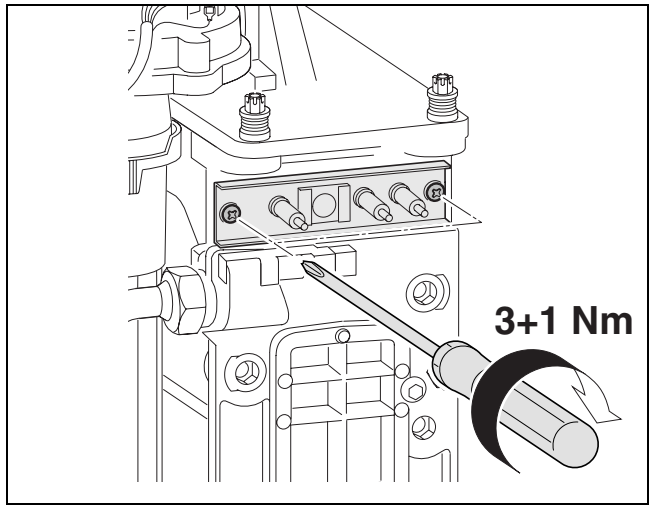
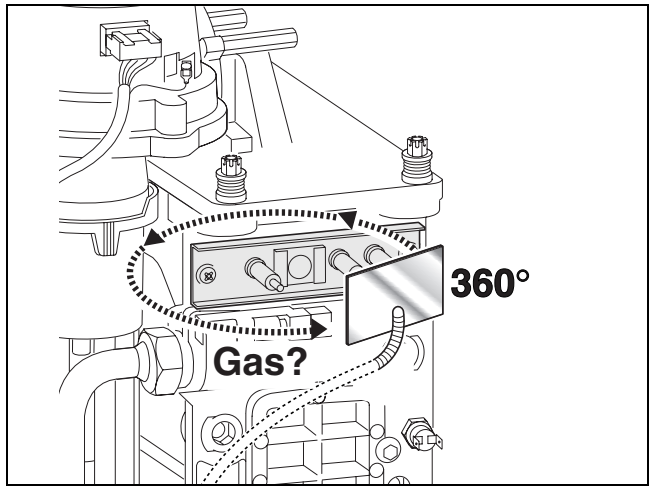

*Fig. 58*
*Fig. 59*
- Rimontare il gruppo di elettrodi (fig. 58) e verificarne la tenuta, come da fig. 59, mediante uno specchietto. Se durante questa prova lo specchietto dovesse appannarsi, ripetere la fase di montaggio del gruppo elettrodi e la prova di tenuta.